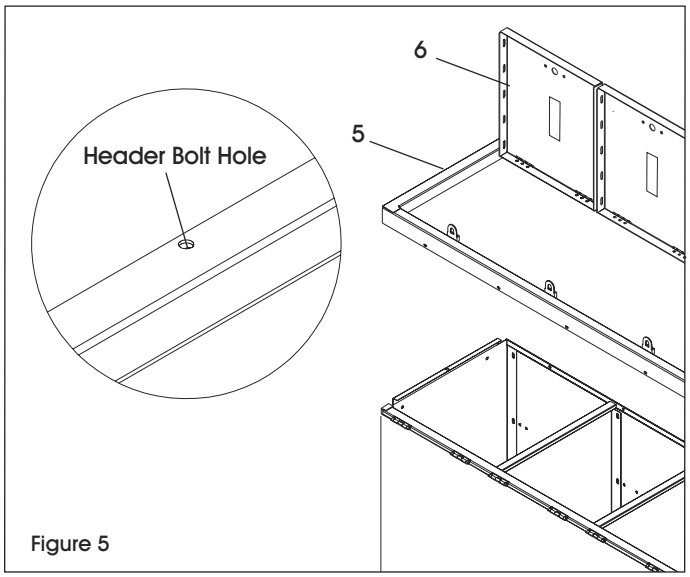

Figure 5
6. Place door and door frame assemblies (5 and 6) over the locker body. Make sure body sides are inside the frames. Attach top to frame header and the bottom to frame sill. Finish by attaching side panels to door frame. (See Figure 5)